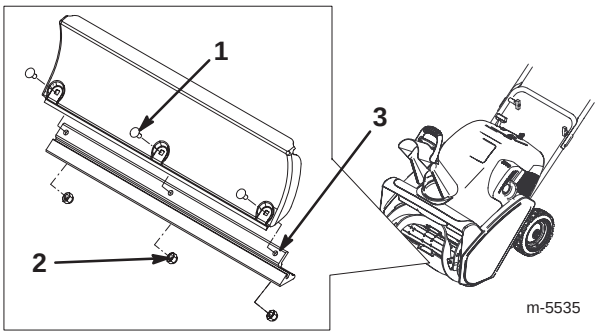

Figur 22
5. Ta bort de tre vagnbultarna och låsmuttrarna som håller skrapan på plats (figur 22).